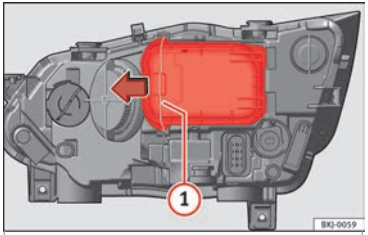

**Fig. 114** In the engine compartment: remove the lid.
– Move the loop ››› **Fig. 114** (1) in the direction of the arrow and remove the cover.